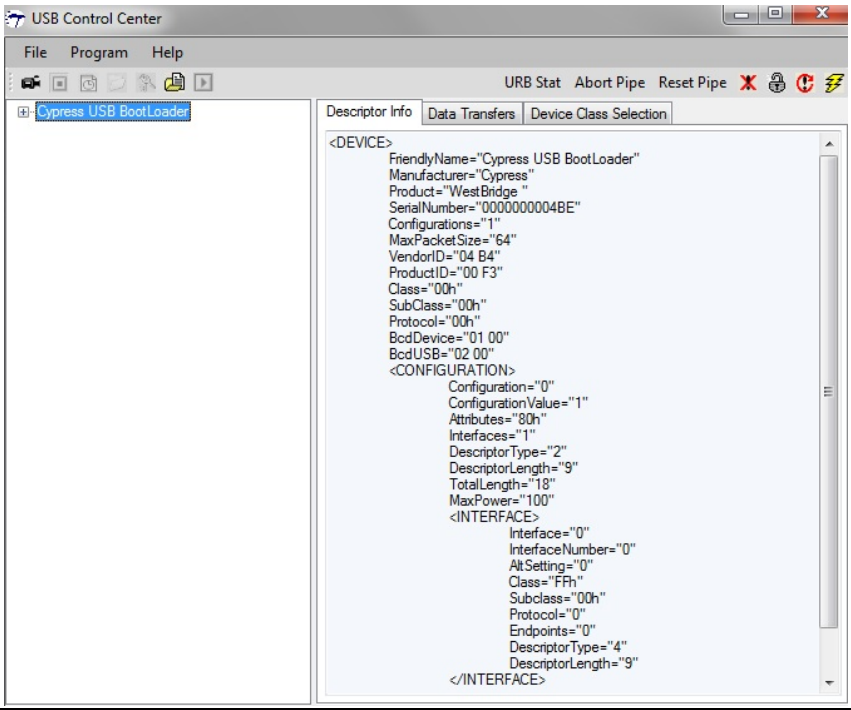

Figure 16　　コントロール センターでのサイプレス USB ブートローダ エニュメレーション
3. USB ホストに接続した時、FX3 デバイスは **Figure 16** に示すように、コントロール センター内で「Cypress USB BootLoader」 (サイプレス USB ブートローダ) としてエニュメレートします。